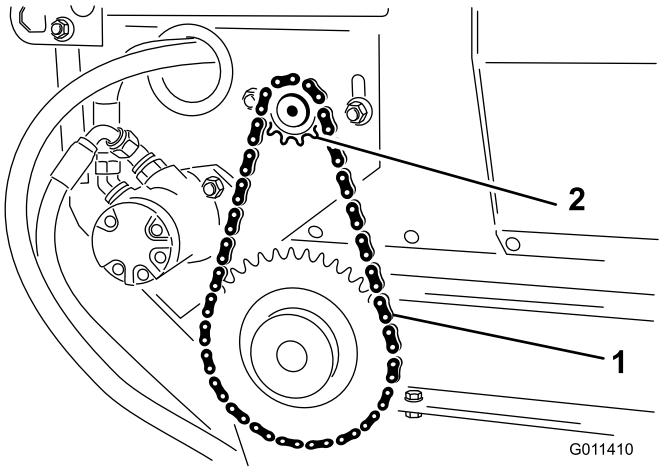

Figur 25
2. Løsne bolter og mutre som fester motor- og drevenheten til hovedrammen (Figur 25).